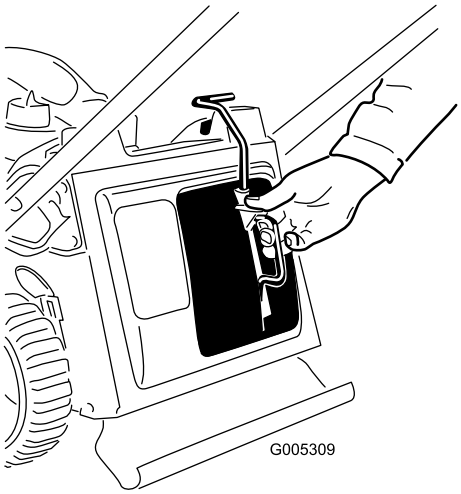

Figuur 26
1. Verwijder de mulchplug (Figuur 26).